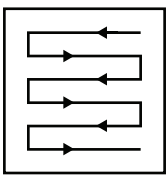

Fig. 16
5. Mow in slight overlapping rows. The most effective pattern for mowing lawns is straight lines along one of the sides. This will keep the rows even and ensures that all the lawn is cut without missing any spots (Fig. 16).